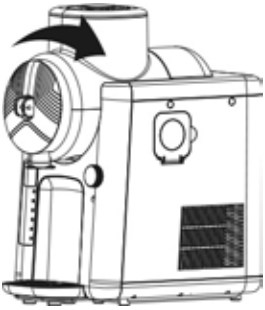

Fig. 3
10. A questo punto, applicare il recipiente di miscelazione sul miscelatore e bloccare il recipiente ruotandolo in senso orario (Fig. 3).